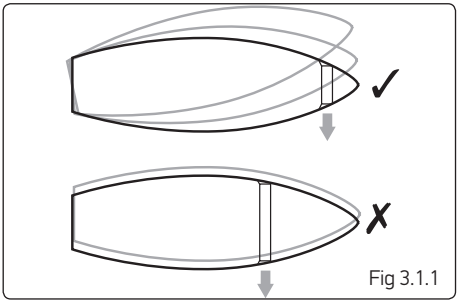

Fig 3.1.1
- As far forward as possible (Fig 3.1.1 / lever effect).